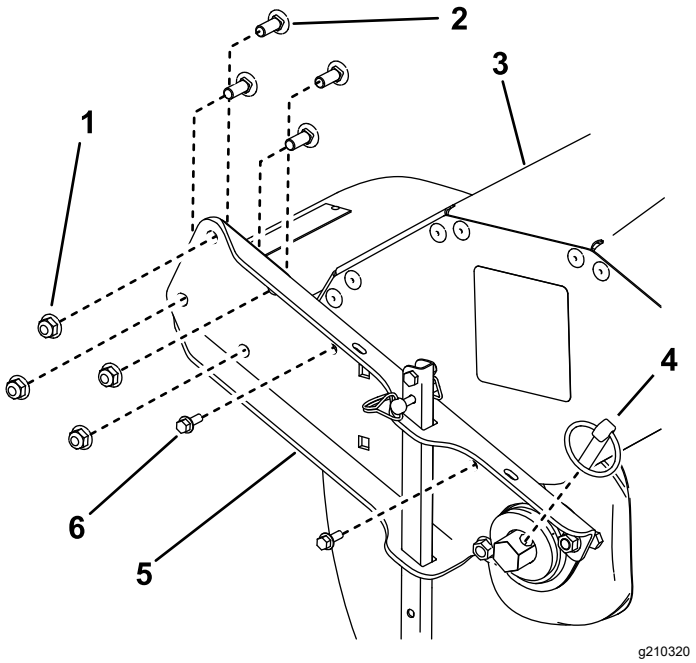
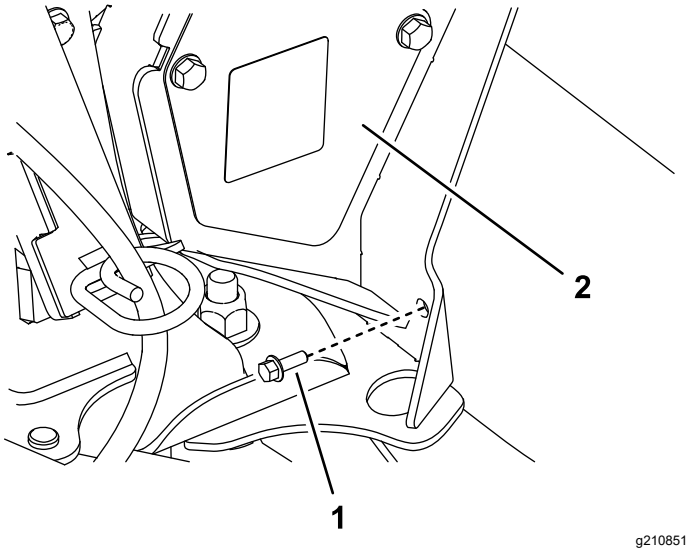

Figure 22
Figure 23
5. Remove the 2 bolts (1/4 x 3/4 inch) on the left and right sides of the broom (Figure 22).
6. Remove a rear bolt from both sides of the drive assembly and remove the hood (Figure 23).
7. Remove the 4 carriage bolts (3/8 x 1 inch), 4 nuts (3/8 inch), and the lynch pin on the left and right sides of the broom to separate the broom from the assembly (Figure 22).
18. Install the lynch pin (Figure 22).
20. Install the hood using 2 bolts (1/4 x 3/4 inch) on the rear of the broom (Figure 23) and the 2 bolts on each side of the broom (Figure 22) . Torque the bolts to 11 N·m (100 in-lb).